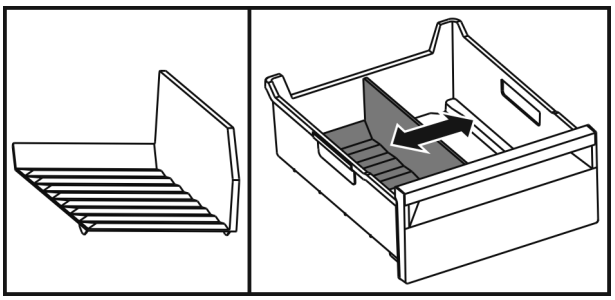

Fig. 59
▶ Lift the back of the divider *Fig. 59 (1)*.
▶ Lift it up and out *Fig. 59 (2)*.